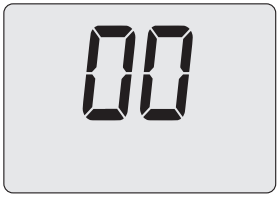

Figura 8.7
- Utilizzando i tasti 16 o 17 (Figura 8.3) è possibile modificare il valore del parametro A01 (Figura 8.7).